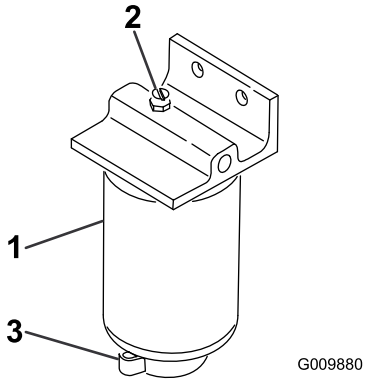

**Figur 47**
2. Lossa avtappningsventilen i botten på filterskålen (Figur 47).
1. Rengör området där filterskålen ska monteras (Figur 47).